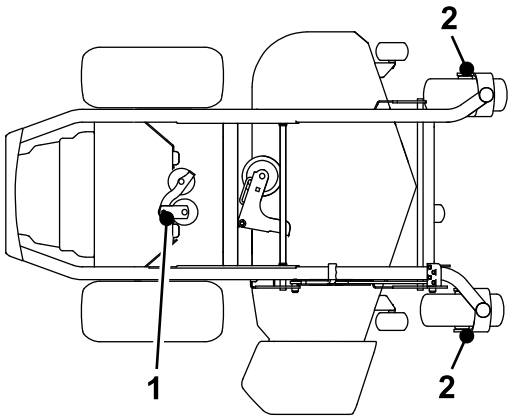

Figure 41
4. Injectez 1 à 2 jets de graisse dans le pivot de la poulie de tension de la pompe (Figure 41).
5. Graissez les axes des roues pivotantes avant (Figure 41).